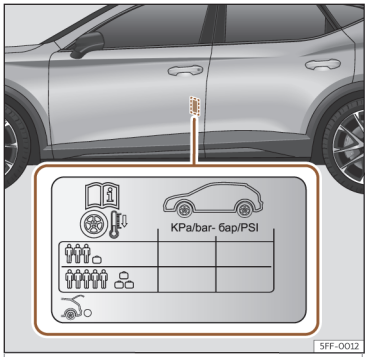

Abb. 219 Einbauort des Aufklebers für den Reifenfülldruck.
- Passen Sie bei größerer Zuladung den Reifendruck entsprechend an››› **Abb. 219** .
Die Angaben zum Reifendruck befinden sich auf einem Aufkleber an der B-Säule der Fahrertür››› **Abb. 219** .
Der Reifendruck muss der aktuellen Fahrzeugbeladung angepasst werden. Wenn das Fahrzeug voll beladen werden soll, muss der Reifenfülldruck entsprechend dem auf dem Reifenfülldruck-Aufkleber››› **Abb. 219** angegebenen maximalen Wert erhöht werden.
Füllen Sie bei einem minimierten Notrad (125/70 R18) auf einen Druck von 4,2 bar, gemäß Angabe auf dem Aufkleber mit den Reifendruckwerten››› **Abb. 219** .
- **Der Fahrer ist verantwortlich für den richtigen Reifenfülldruck an allen Reifen am Fahrzeug. Der empfohlene Reifenfülldruck befindet sich auf einem Aufkleber ››› Abb. 219.**
- **Immer den richtigen Reifenfülldruck am kalten Reifen einhalten, wie auf dem Aufkleber angegeben››› Abb. 219 .**